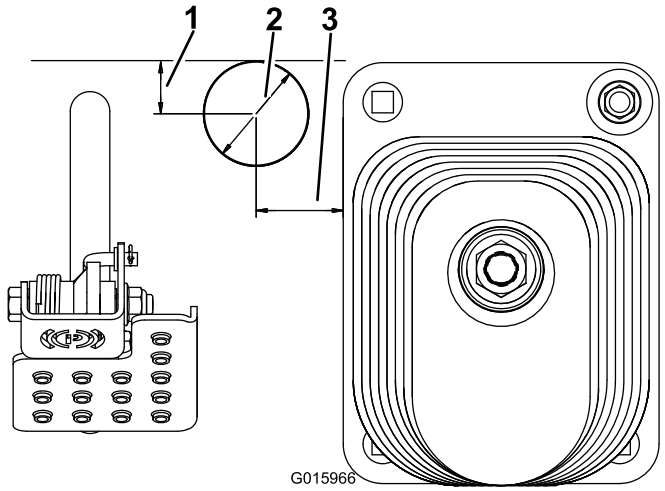

Figure 4
2. En vous aidant des dimensions données à la Figure 4, localisez, repérez et percez un trou de 51 mm de diamètre dans le panneau de plancher.